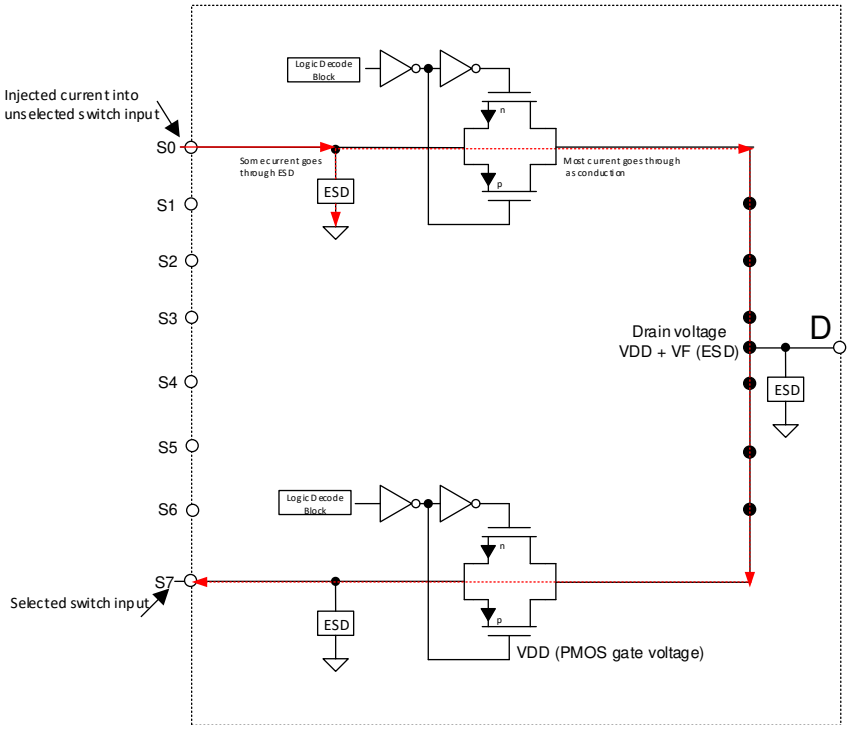

Figure 9-1. Simplified Diagram of Typical CMOS Switch and Associated Injected Current Path
Injected Current Impact: typical CMOS switches have ESD protection diodes on the inputs and outputs. These diodes not only serve as ESD protection but also provide a voltage clamp to prevent the inputs or outputs going above V_{DD} or below GND and V_{SS}. When current is injected into the pin of a disabled signal path, a small amount of current goes through the ESD diode but most of the current goes through conduction to the drain. If forward diode voltage of the ESD diode (VF) is greater than the PMOS threshold voltage (VT), then the PMOS of all OFF switches turns ON and there would be undesirable subthreshold leakage between the source and the drain that can lift the OFF source pins up also. Figure 9-1 shows a simplified diagram of a typical CMOS switch and associated injected current path.